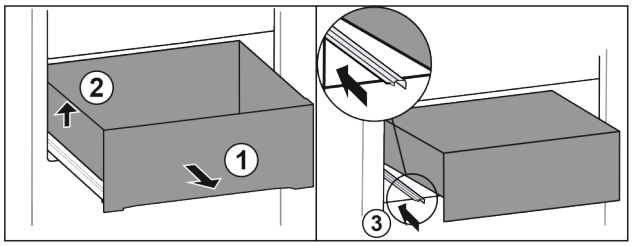

Fig. 90
▶ Pull out drawer as far as it will go. *Fig. 90 (1)*
▶ Lift drawer on the left. *Fig. 90 (2)*
▶ Insert left rail. *Fig. 90 (3)*